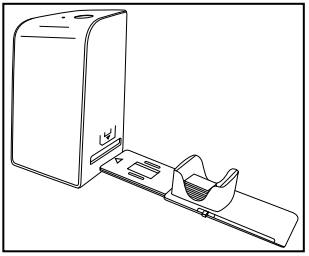

Figure 2
- Insert slides the right way round into the shaft provided on the slide magazine ❻. Around 10–12 slides (depending on size) can be added to the magazine.
- Push the slide magazine ❻ into the slot ❹ on the right with the viewing window at the front. Ensure that the triangle marking is at the front and visible (see figure 2).